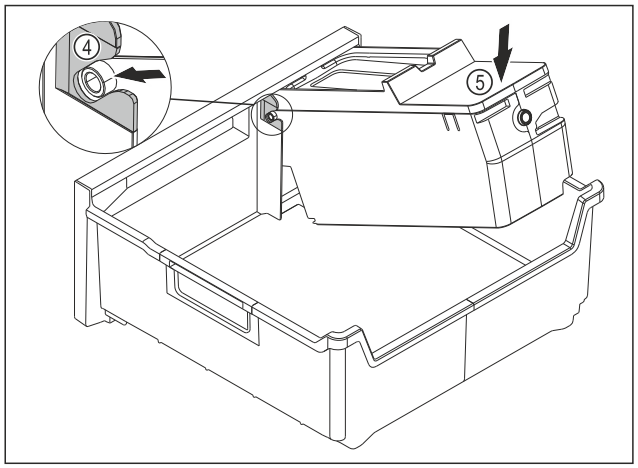

Fig. 109
▶ Montirajte glavni del EasyTwist-Ice: Osi glavnega dela EasyTwist-Icepotisnite v vodila *Fig. 109 (4)*.
▶ Glavni del EasyTwist-Ice *Fig. 109 (5)* potisnite zadaj navzdol.